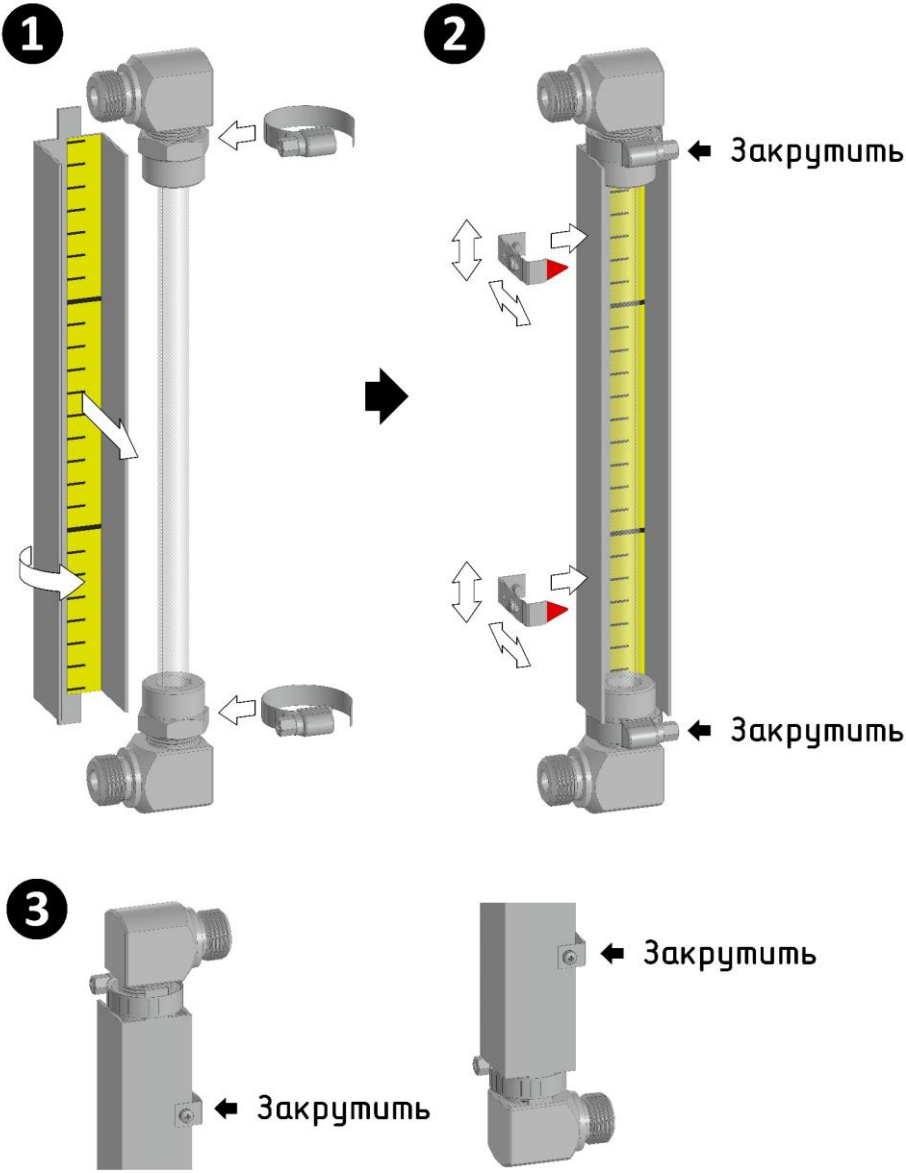

Рисунок 8.2.2 – Схема установки защитного кожуха
11) Установите защитные кожухи из комплекта поставки (см. рисунок 8.2.2):
- выкрутите винты хомутов ⑰ таким образом, чтобы лента вышла из зацепления с червяком винта;
- установите защитный кожух ⑯ на указатель уровня, сориентировав его в положении, удобном для наблюдения за столбом жидкости (конструкция позволяет поворот на 360°);
- придерживая кожух, наденьте хомуты так, чтобы язычки кожуха оказались между гайкой ⑤ и лентой хомута;
12) Установите указатели пределов ⑱ на необходимой высоте (отметке шкалы):